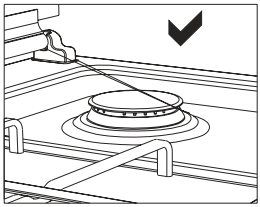

Рис. 7
1. Перед началом эксплуатации прибора убедитесь в том, что крышки конфорок находятся в правильном положении (рис.7).